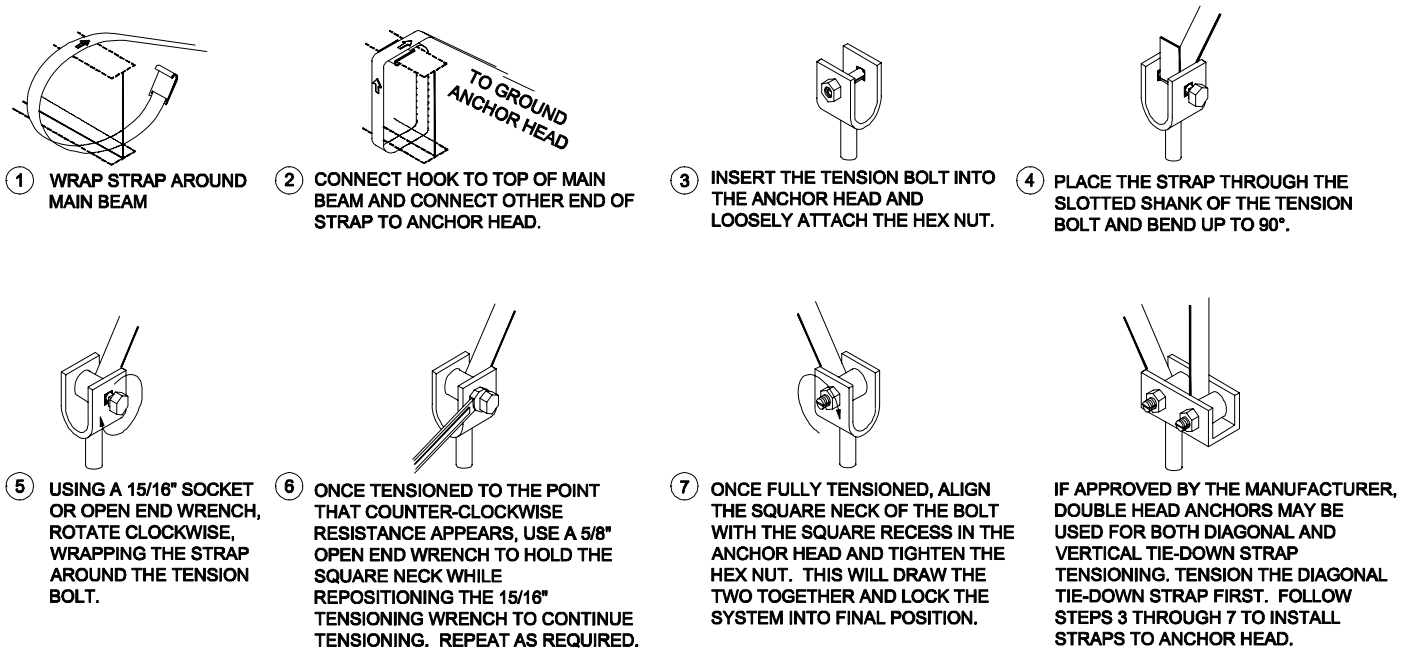

Figure 61. *Procedure for connecting the strap to frame and anchor*
2. **Connect strap to anchor.** Connect the other end of the strap to the split bolt in the anchor. Leave enough strap length to be able to make three complete turns,or minimum required per manufacturer’s installation instructions, around the bolt before it becomes tight (approximately 2-1/2 inches per turn or 13 inches total). Fewer than three turns, or required per manufacturer’s installation instructions, and the strap may not hold onto the bolt when force is applied. Conversely, too many turns may not fit within the U-channel of the anchor head. Follow the procedure outlined in **Figure 61**.